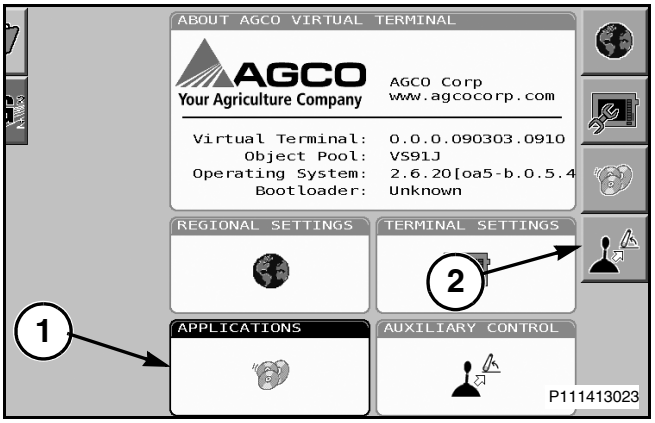

Рис. 90
Рис. 90: Выберите меню приложений, подсветив вкладку Applications (1). Нажмите кнопку колеса прокрутки, чтобы выбрать нужный параметр, или нажмите кнопку рядом со значком Applications (2).